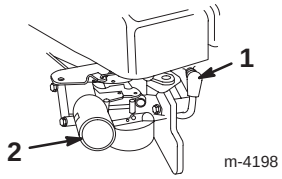

Figur 13
1. Sätt på tändkabeln på tändstiftet (figur 13).
2. Snapsa tre gånger, vänta en sekund mellan varje snapsning (figur 13).